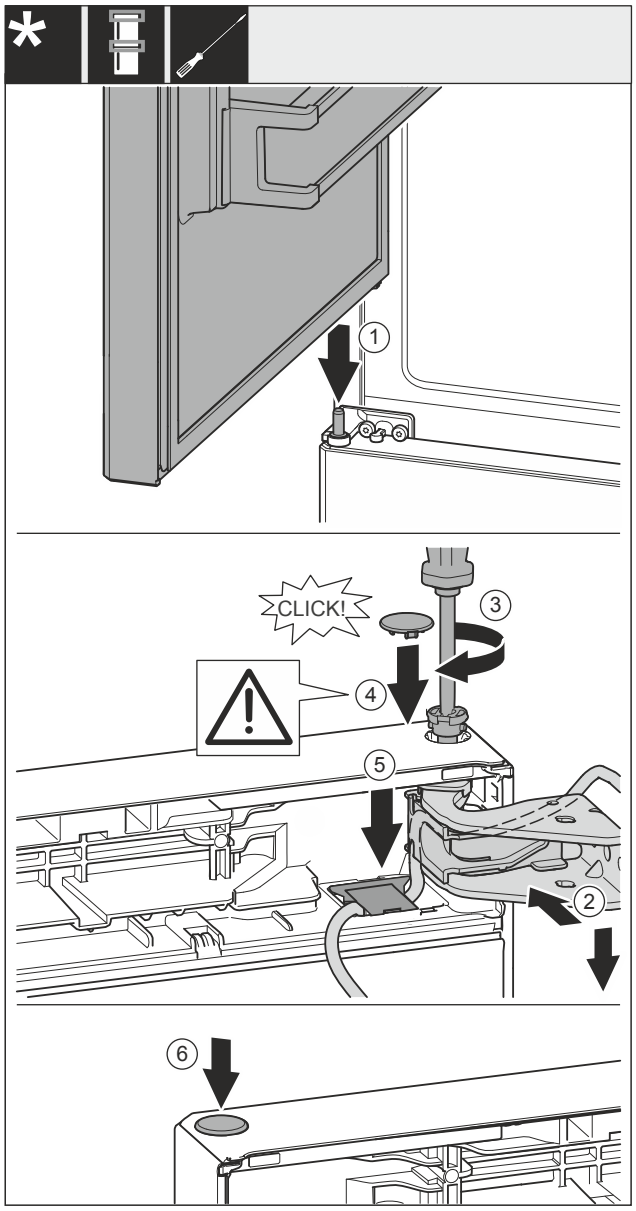

Fig. 38
- ▶ Uzlieciet augšējās durvis uz vidējās gultņa tapas *Fig. 38 (1)*.
- ▶ Nolīmeņojiet durvju augšdaļu pret atveri gultņa balstā *Fig. 38 (2)*.
- ▶ Ievietojiet tapu *Fig. 38 (3)* un pieskrūvējiet ar skrūvgriezi.
- ▶ Ievietojiet pārsegu *Fig. 38 (4)*.
- ▶ Pārbaudiet, lai pārsegs *Fig. 38 (4)* piekļautos pie durvīm.
- ▶ Ievietojiet pārsegu *Fig. 38 (5)* un spiediet uz leju, līdz tas nofiksējas.
- ▶ Ievietojiet pārsegu *Fig. 38 (6)*.